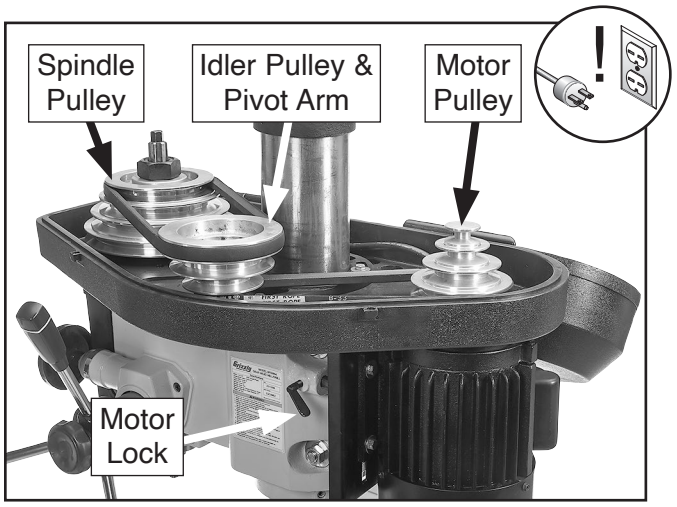

Figure 31. Location of V-belts and pulleys.
3. Support motor with one hand and loosen motor lock shown in **Figure 31**.